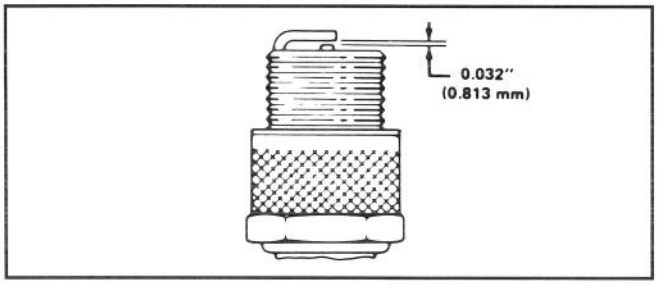

Afbeelding 18
3. Stel de elektrodenafstand af op 0,8 mm (Afb. 18). Installeer de juiste bougie en pakking en draai de bougie stevig vast tot 20 N·m.